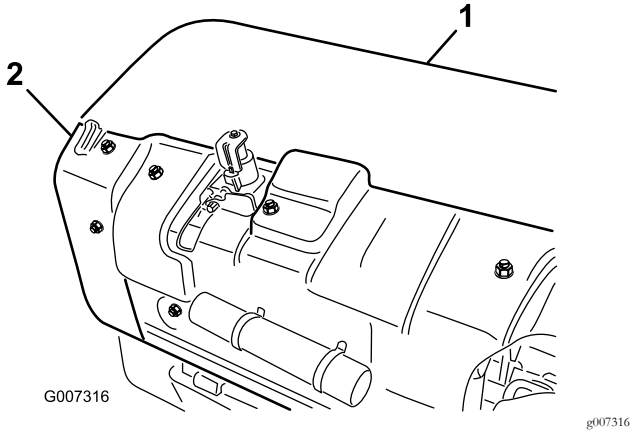

**Figur 34**
A. Ta bort det bakre luftarhuvudskyddet (Figur 34).
B. Ta bort skivskyddets fästbultar och ta bort skyddet (Figur 34).